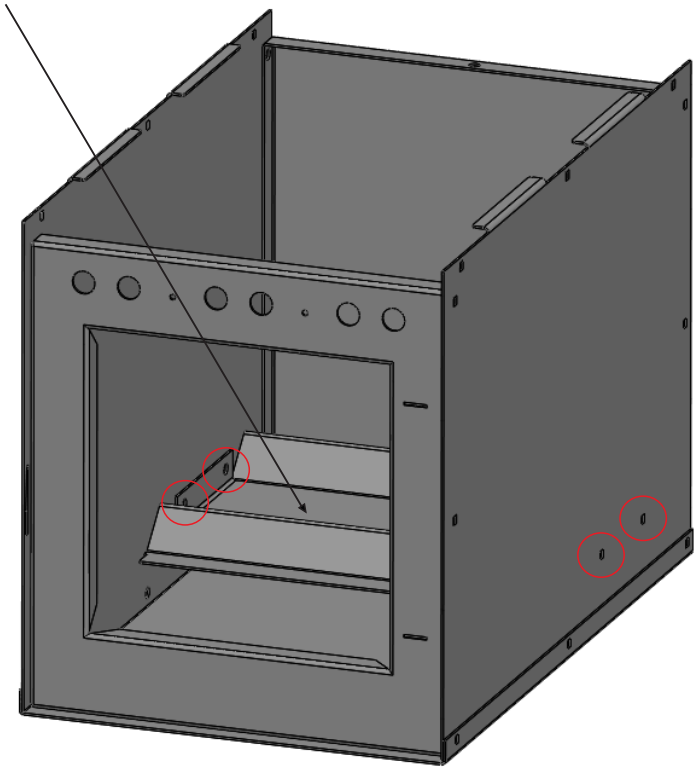

Fig. 5
5. Place *flame baffle* in place and bolt with 4 bolts and nuts. Tighten. Fig. 5
Installez le déflecteur de flamme avec les 4 boulons et écrous. Resserrez. Fig. 5